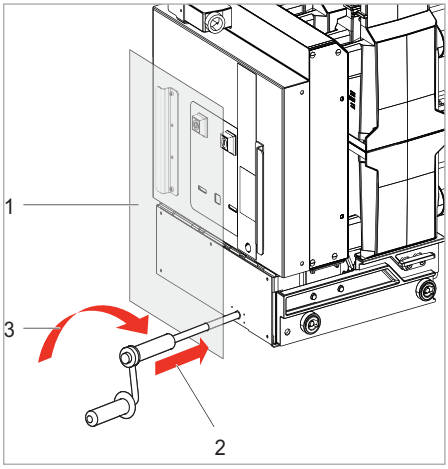
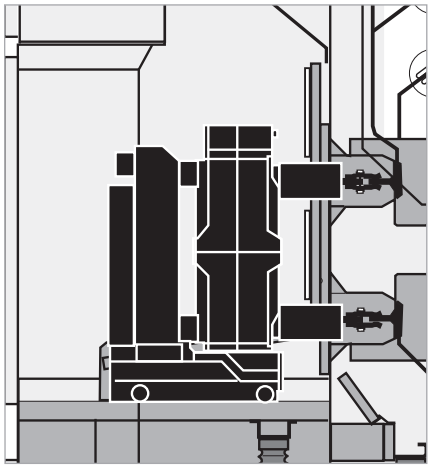

Fig. 33
Fig. 34
1. Ouvrez le capot de la cellule (Fig. 33, repère 1 et insérez la manivelle (2).
2. Tournez la manivelle dans le sens horaire (3) jusqu'à ce que le module pont de barres soit embroché. Retirez la manivelle.
3. Vérifiez la position du module pont de barres (Fig. 34) à travers la trappe d'inspection.